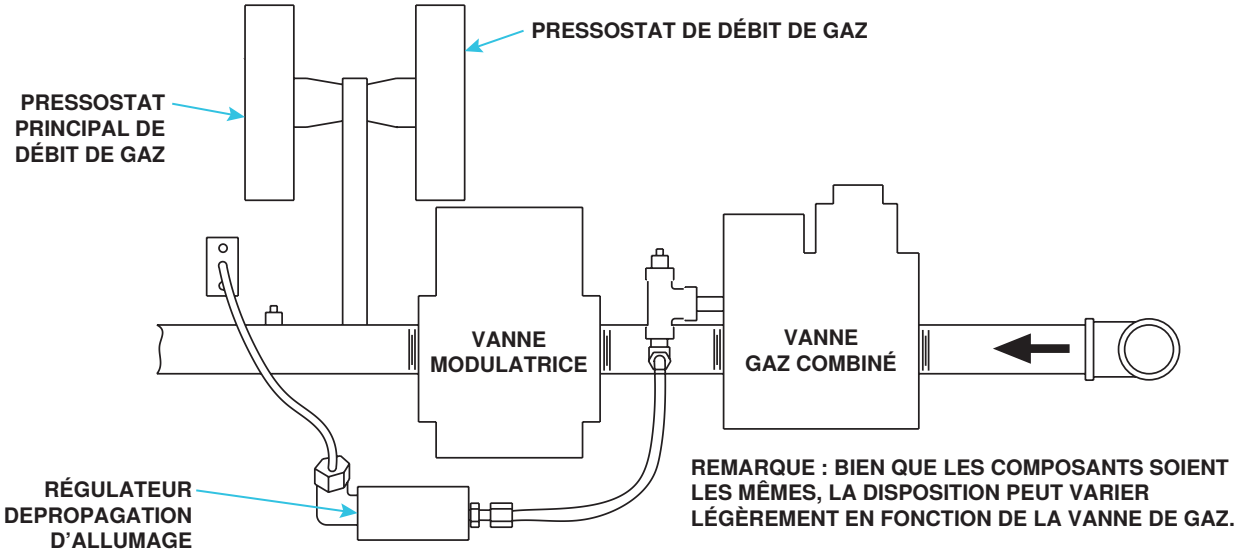

Figure 32. Disposition typique du collecteur avec modulation électronique
- **Modulation électronique entre 25% et 100% de taux de tir (options AG39 et AG41) :** L'appareil de chauffage le plus proche de la soufflante possède l'option modulation électronique. Les brûleurs des autres appareils de chauffage reçoivent la commande à deux étages de sondes de température de l'air extérieur appelées modules de commande d'étage de chaleur. L'option AG41 offre un taux de réglage de 6:1 (2 appareils de chauffage) ou de 8:1 (3 appareils de chauffage). L'appareil de chauffage doté de ce type de modulation électronique est mis en marche à n'importe quel taux d'écoulement de la plage disponible et maintient une efficacité thermique moyenne égale ou supérieure à l'efficacité thermique à allure maximale. Le circuit de gaz (voir **Figure 32**) comprend une soupape de gaz à un étage, une valve de modulation et deux pressostats de gaz. Le tiroir à brûleurs est muni d'un dispositif de propagation de l'allumage et d'un allumeur de gaz à tube à régulation de pression. L'allumeur à tube reçoit le gaz du régulateur en même temps que le gaz alimentant le brûleur. Le système est commandé par un amplificateur Maxitrol (voir **Figure 31**) relié à un indicateur de température à cadran distant. L'alimentation en gaz (consultez les exigences de pression dans le **Tableau 22**) est raccordée à la soupape de gaz à un étage. Pour compenser la perte de pression additionnelle due à la valve de modulation, on règle la pression de sortie de la soupape de gaz à un étage à un niveau plus élevé que sur un collecteur de gaz standard. Le tuyau de la veilleuse est raccordé au port veilleuse de la soupape de gaz à un étage. Lorsque la valve reçoit un appel de chaleur de l'amplificateur et que la veilleuse est allumée, le débit de gaz provenant de la soupape à un étage est dirigé à la fois vers la valve de modulation et vers l'allumeur à tube à régulation de pression. Lorsque le signal de l'amplificateur à la valve de modulation demande un fonctionnement à taux moindre que maximal, la valve de modulation diminue le débit de gaz vers le brûleur afin que le taux d'écoulement ainsi réduit maintienne la température désirée. Lorsque le taux d'écoulement est suffisamment abaissé pour réduire la pression de gaz à 1.1 PO CE, le pressostat de gaz principal dans le collecteur actionne le moteur à engrenage qui commande le registre de dérivation de l'aérateur/du système d'air de combustion. En s'ouvrant, le registre de dérivation envoie une partie de l'air d'arrivée directement dans le conduit d'évacuation, ce qui réduit le débit d'air vers le brûleur. Des disjoncteurs de sécurité enregistrent la position du registre de dérivation. Même si la sonde est munie d'un tube de mélange, à cette distance du refoulement, elle ne reçoit pas un véritable mélange, de sorte que la température captée par la sonde est légèrement plus élevée que l'air qui entre dans le conduit. Pour que le système produise une chaleur confortable, réglez le sélecteur légèrement plus bas pour compenser cette différence. Le décalage de température varie d'une installation à l'autre. Si vous avez besoin d'une corrélation directe entre ces deux températures, placez la sonde ailleurs dans le conduit à 10 ou 12 pieds (3 à 3.7 mètres) du refoulement de l'appareil de chauffage. De conception unique, ce système de modulation nécessite des réglages de la pression d'air de combustion différents de ceux du système standard. Consultez le **Tableau 20** pour les réglages approximatifs du contacteur de détection d'air de combustion au niveau de la mer. Reportez-vous à la section **Dépannage du circuit de sécurité du volet d'air de combustion de dérivation sur les unités avec option AG39, AG40, AG41 ou AG42** pour le dépannage.